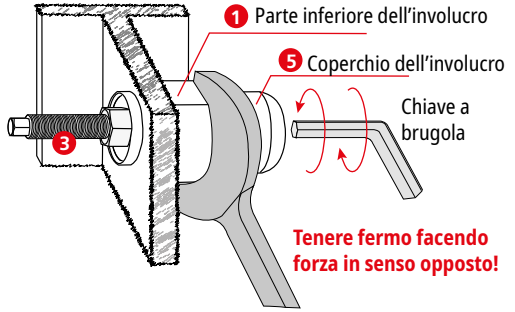

Fig. 4
Alla fig. 4
➲ Il coperchio dell'involucro ❺ va ora avvitato saldamente alla parte inferiore dell'involucro ❶. Per questo, si inserisce nel coperchio dell'involucro ❺ una chiave a brugola (misura 10). Per tenere ferma la parte inferiore dell'involucro ❶ si utilizza una chiave a forchetta (misura 46). Per avvitare si deve rispettare una coppia di serraggio di 20-30 Nm (vedere fig. 4).
➲ Prima di sostituire il limitatore di tensione SDS ❹, eliminare nell'impianto l'errore che ha causato l'attivazione del **limitatore di tensione** SDS ❹. Solo dopo si potrà sostituire il **limitatore di tensione** SDS. La sostituzione del **limitatore di tensione** SDS ❹ si esegue svitando l'adattatore per palo MA SDS M12. Per svitare, si inserisce nel coperchio dell'involucro ❺ una chiave a brugola (misura 10). Per tenere ferma la parte inferiore dell'involucro ❶ si utilizza una chiave a forchetta (misura 46) (vedere fig. 4). Utilizzare esclusivamente ricambi originali **DEHN**.